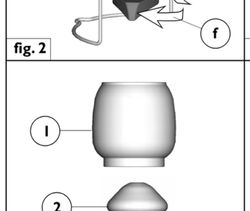

fig. 5
b) Open the cover (3) and remove the glass (1) (fig.5)